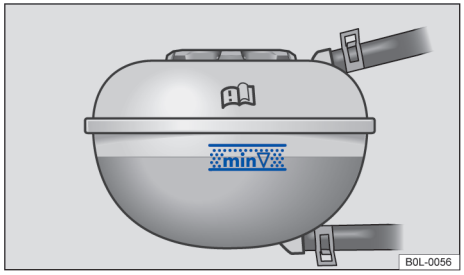

图 134 发动机舱内：发动机冷却液膨胀罐的标记（示意图）
– 发动机处于冷态时，检查冷却液液位是否处于冷却液膨胀罐侧面的液位标记范围内 →图 134。
- 发动机冷却液液位必须在发动机冷却液补偿罐标记区域内 →图 134。**不得添加超过标记区域的上限** →ⓘ。